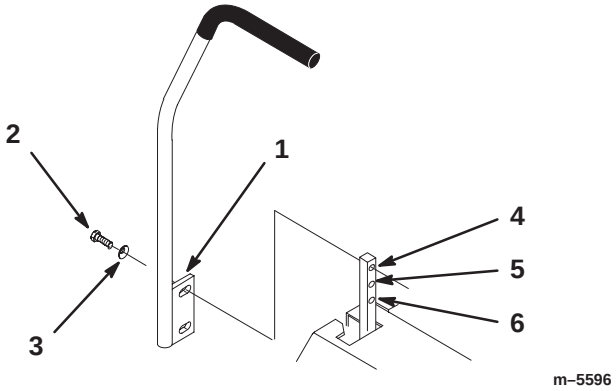

Figure 4
Les leviers de commande ont deux positions de réglage : haute et basse. Montez les leviers dans les trous supérieurs et centraux pour la position haute. Montez les leviers dans les trous centraux et inférieurs pour la position basse (Fig. 4).
1. Retirez les 4 boulons (3/8 x 1") et 4 rondelles élastiques (3/8") qui fixent les leviers de commande de déplacement aux axes des bras de commande pour l'expédition (Fig. 4).
2. Placez les leviers (plaque de montage dirigée vers l'arrière) à l'extérieur des axes des bras de commande et fixez-les en place au moyen des 4 boulons (3/8 x 1") et 4 rondelles élastiques (3/8") (Fig. 4).
4. Alignez l'avant et l'arrière des leviers, l'un par rapport à l'autre, en position point mort. Desserrez les fixations et réglez en faisant glisser/en inclinant le(s) levier(s) en avant ou en arrière jusqu'à ce qu'ils soient correctement alignés (Fig. 4).